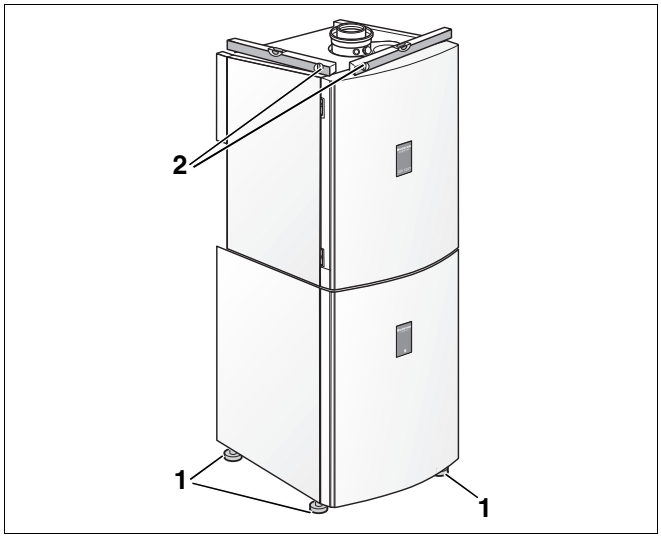

Rys. 11 Wypoziomowanie kotła grzewczego
- Wypoziomować kocioł grzewczy przy pomocy śrub poziomujących (rys. 11, **poz. 1**) i poziomicy (rys. 11, **poz. 2**).